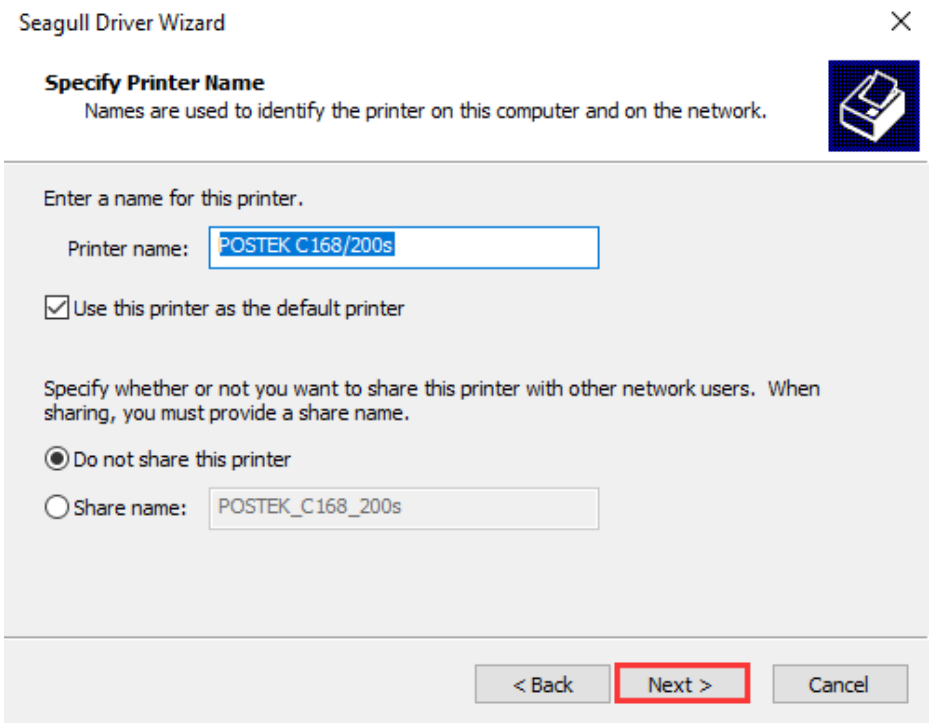

Figure 2-34 Specify Printer Name
8. On the "Specify Printer Name" screen, enter a name for the printer, as shown in Figure 2-34, then click "Next" to complete the driver installation.